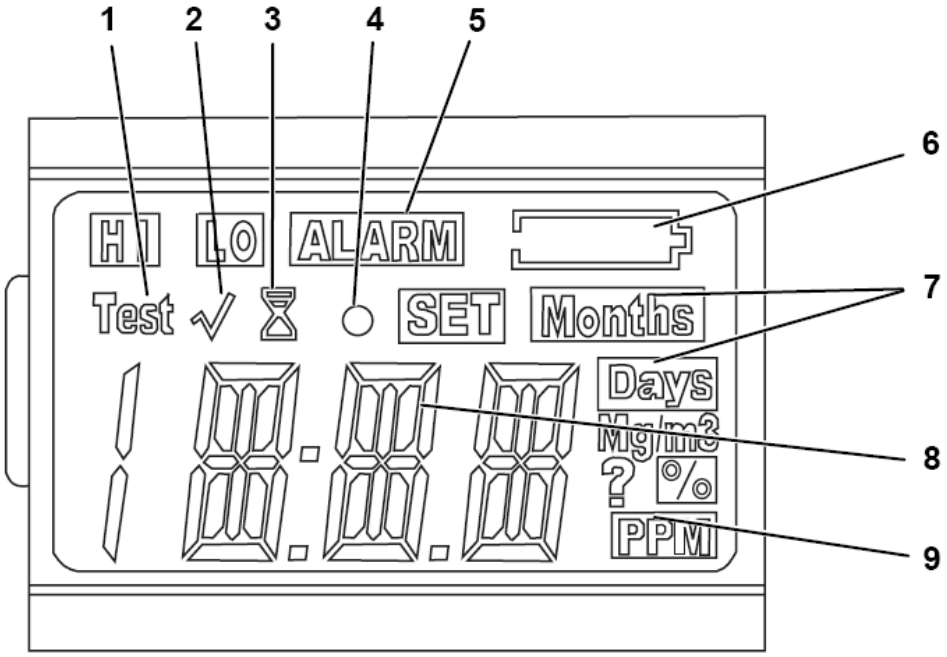

Рис. 2. Дисплей сигнализатора
- пока не засветится индикатор зарядки батареи (Позиция 6 на рис.2)